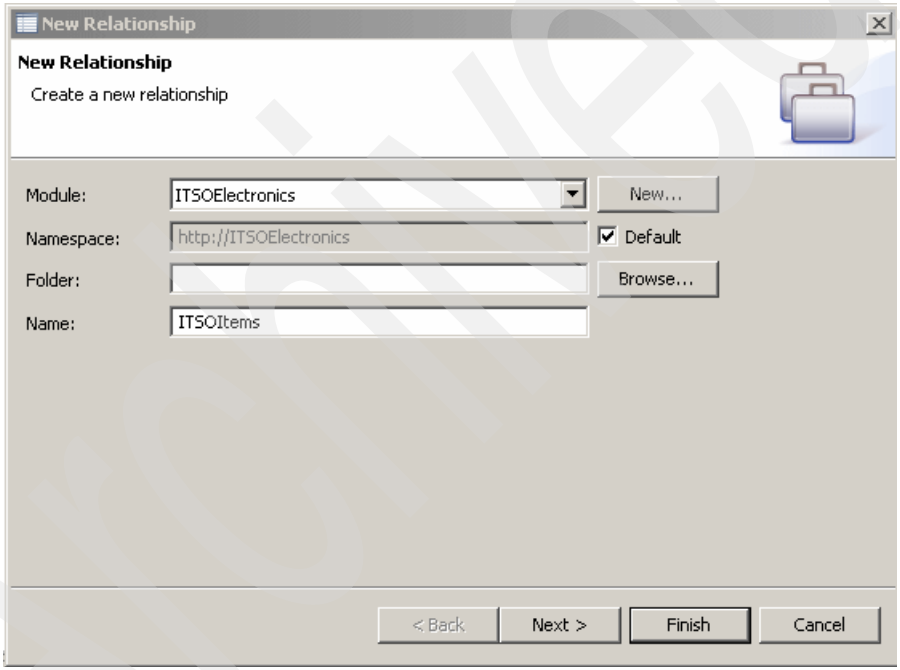

Figure C-4 Creating the new ITSOItems relationship
2. In the New Relationship window (Figure C-4), name the relationship `ITSOItems` and click **Next**.